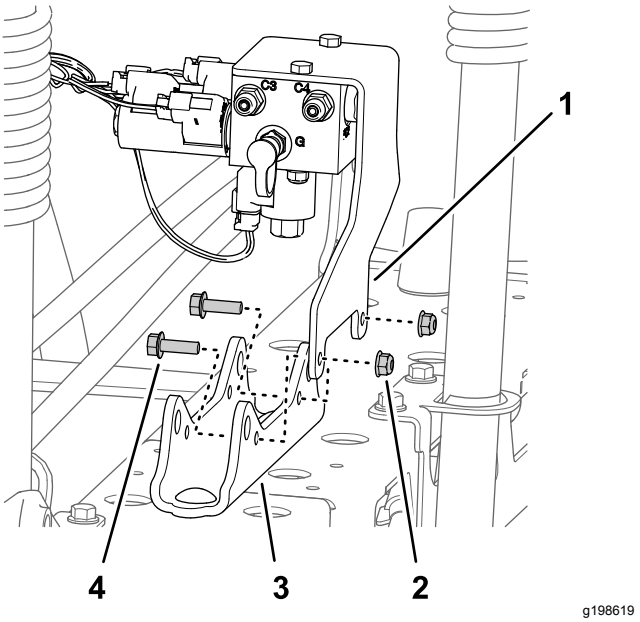

Rysunek 43
- **W przypadku maszyn bez opcjonalnego zestawu ultradźwiękowego poziomowania wysięgników:** wykręć 2 nakrętki zabezpieczające kołnierzowe (5/16 cala) i 2 śruby kołnierzowe (5/16 x 1 cal) mocujące wspornik rozdzielacza podnoszenia sekcji do mocowania siłownika i odłącz rozdzielacz i wspornik od mocowania siłownika (Rysunek 43).